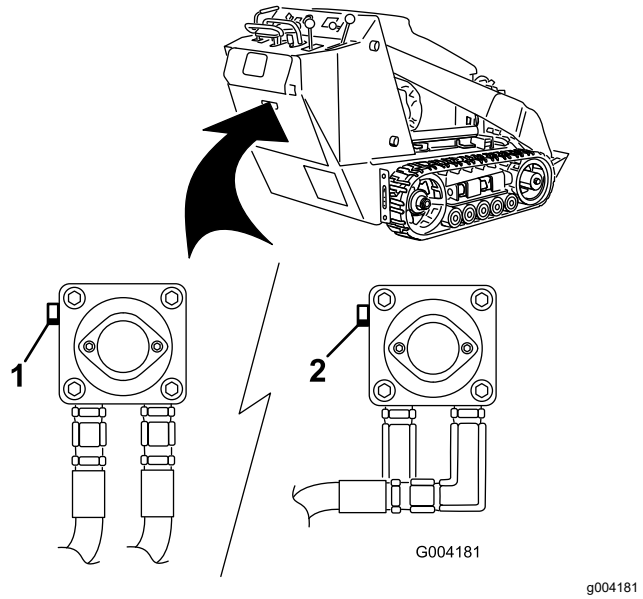

Figuur 17
3. Gebruik een steeksleutel om de sleepkleppen op de hydraulische pompen tweemaal linksom te draaien (Figuur 17).